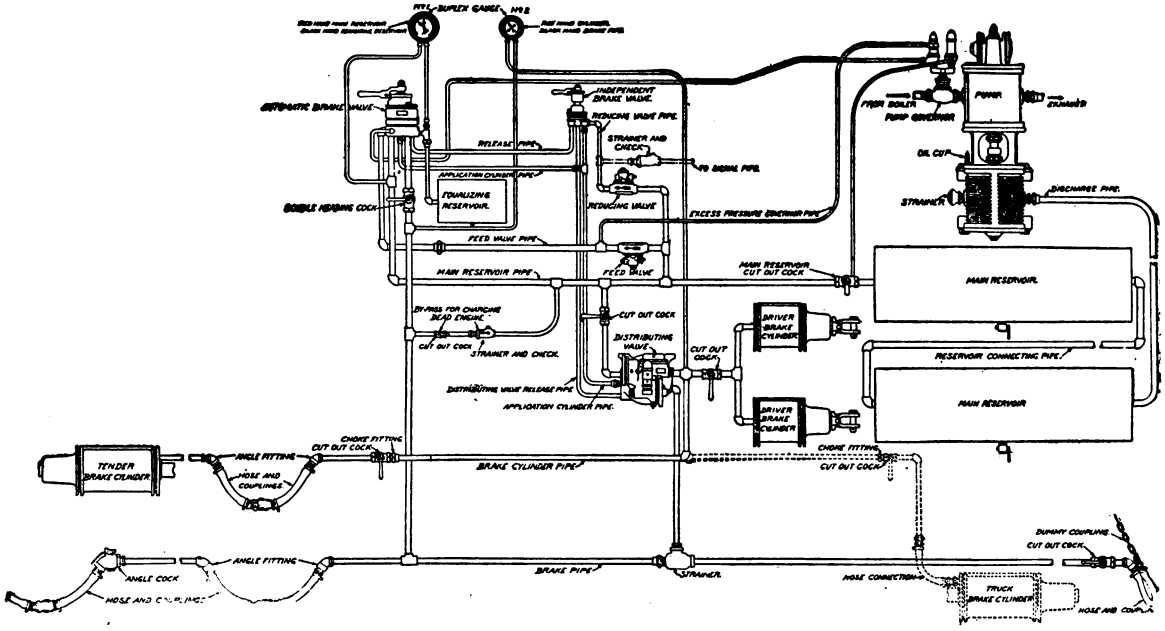

FIG. 132.—PIPING DIAGRAM OF THE NO. 6 E T LOCOMOTIVE BRAKE EQUIPMENT.
A. The double-heading pipe is replaced by the "distributing-valve release pipe," which connects the equalizing-valve exhaust port of the distributing valve with the automatic brake valve through the independent brake valve. The application chamber pipe is now called the "application *cylinder* pipe," and branches, one branch going to each brake valve. (See Fig. 132.) The main-reservoir pipe connection to the distributing valve is ¾-inch pipe. The branch pipe from the brake pipe to the distributing valve is ¾-inch pipe. The dead-engine bypass connection is made a regular part of the equipment. The single-pointer air gage is replaced by a small duplex air gage, the red hand of which indicates brake-cylinder pressure, and the black hand is connected to the brake pipe below the double-heading cock and shows brake-pipe pressure at all times, even when the double-heading cock is closed.